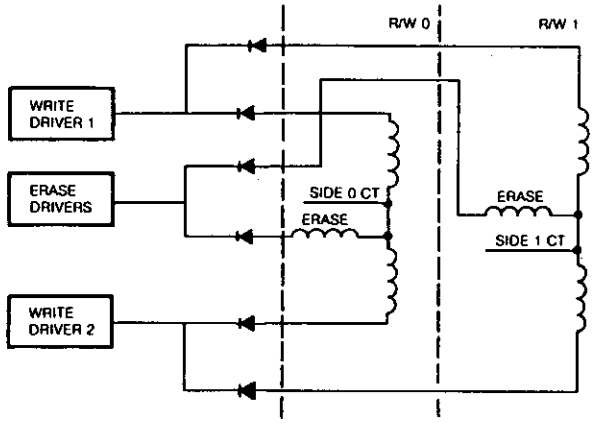

FIGURE 31. READ/WRITE HEADS
1.5.1 Each of the read/write heads contain two coils. Two read/write coils are wound on a single core, center tapped and one erase coil is wound on a yoke that spans the track being written. The read/write and erase coils are connected as shown in Figure 31.
1.7.2 Since a pulse occurs at least once every 4μs and when data bits are present once every 2μs, the frequency of the read data varies. The read signal amplitude decreases as the frequency increases. Note the signals on Figure 31. The differential amplifier will amplify the read signals to even levels and make square waves out of the read signals (sine waves).